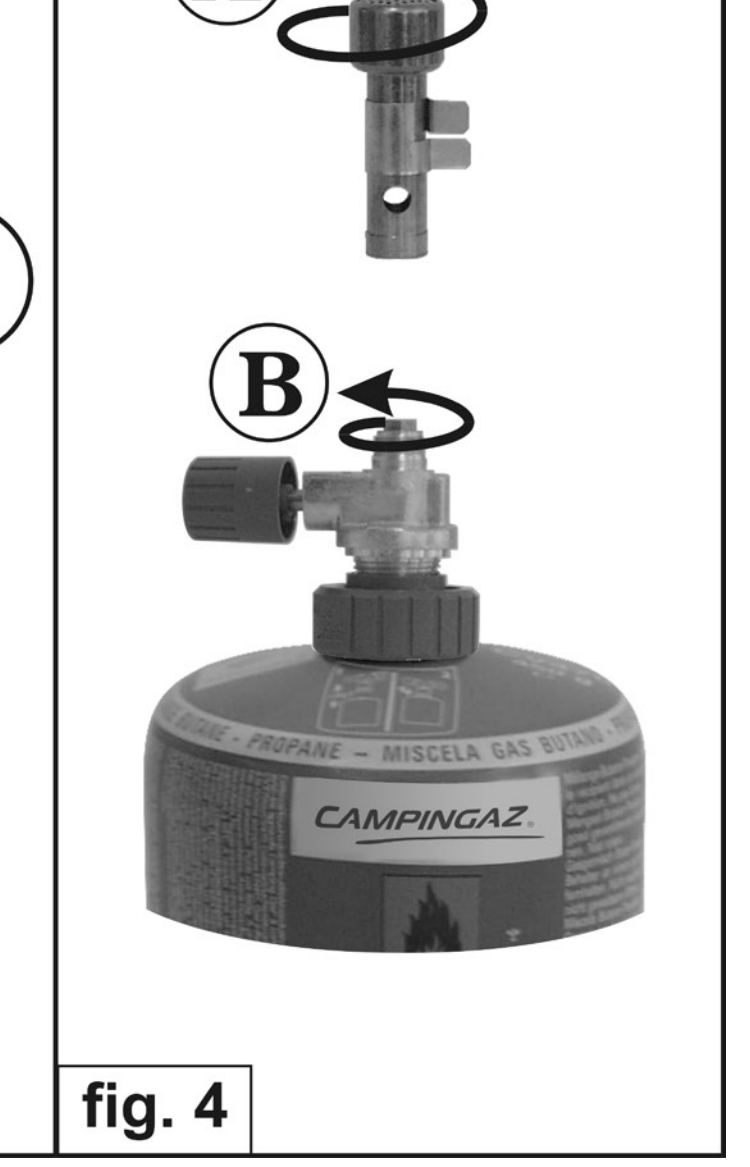

fig. 4
2/ Si on entend un bruit de liquide en secouant l'appareil, il reste du gaz, l'injecteur est bouché. S'assurer que l' arrivée du gaz est bien fermée (tourner le volant (3) à fond dans le sens de rotation des aiguilles d'une montre). Tout en maintenant fermement le robinet dévisser le brûleur (1) (suivant flèche A) (fig.4) puis l'injecteur (7) (suivant flèche B) (fig.4). A sa place, visser un injecteur neuf ou propre, puis revisser le brûleur (1). En général, il sera facile de déboucher l'injecteur déficient en chassant l'impureté par un jet d'air comprimé dirigé contre la face extérieure de l'injecteur préalablement démonté. (Ne jamais utiliser une aiguille ou tout autre débouchoir métallique).
2/ Temperature (fig. 4): The temperature of the flame is adjusted by sliding the ring (2) along the burner tube:
2/ If the sound of liquid can be heard when the unit is shaken, there is some gas left but the injector is blocked. Check that the gas inlet is properly closed (turn the knob (3) as far as it will go in a clockwise direction). While holding the valve firmly, unscrew the burner (1) as indicated by arrow A (fig.4), then the injector (7), as shown by arrow B (fig.4). Replace it with a new or clean injector, then screw the burner back in place (1). The defective injector can normally be easily unblocked simply by ejecting the impurity with a jet of compressed air directed against the external face of the injector after removing it from the unit. (Never use a needle or any other metal implement).